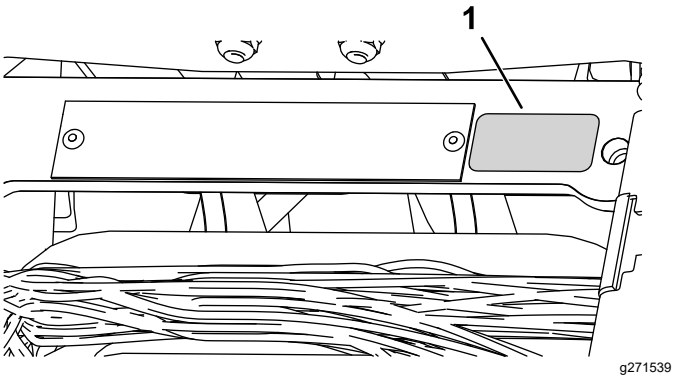

**Figura 11**
- Applicate l'adesivo dell'anno di produzione accanto alla piastra del numero di serie (Figura 11).